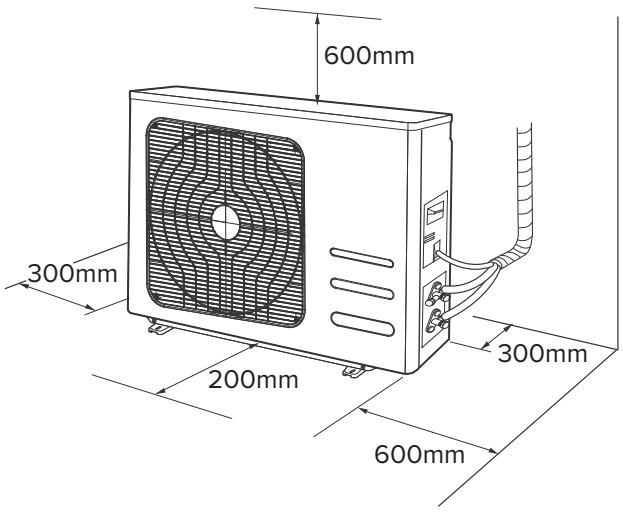

Fig. 3
- lo spazio disponibile per l'installazione deve soddisfare i requisiti indicati (vedere "Fig. 3")